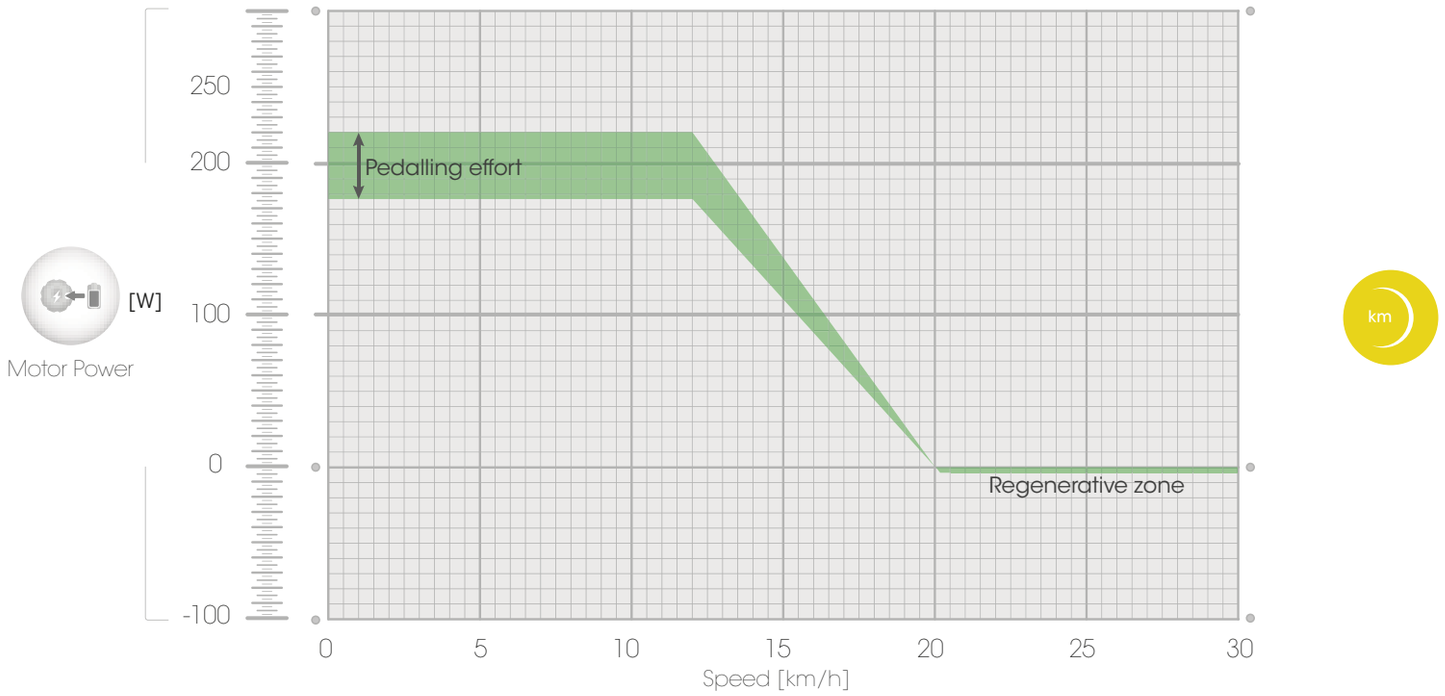

Abbildung 12: Motorunterstützung / Regenerative Zone im Range 1 Modus
- Range 1 (Abbildung 12): dieser Power Modus ist ein Hybrid: BIKE+ hilft Ihnen, wenn Sie langsamer fahren und beim Beschleunigen, während es den Akku wieder auflädt, wenn Sie in einer höheren, gleichmäßigen Geschwindigkeit pedalieren. Dieser Power Modus stellt sich auf die Neigung der Straße ein: beim bergauf Fahren unterstützt Sie der Motor mit bis zu 250W, während der Motor bergab automatisch bis zu 500 W generiert. Dieser Power Modus kann Ihre Reichweite auf bis zu 55 km* erweitern.